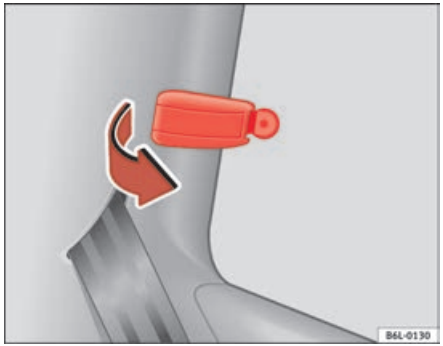

Fig. 53 Release lever for mechanical vent wing
– Pull the release lever ⇒ fig. 53 in the direction of the arrow and push it out at the same time until the lever engages. The lever inserts when the deflector is half open or fully open.